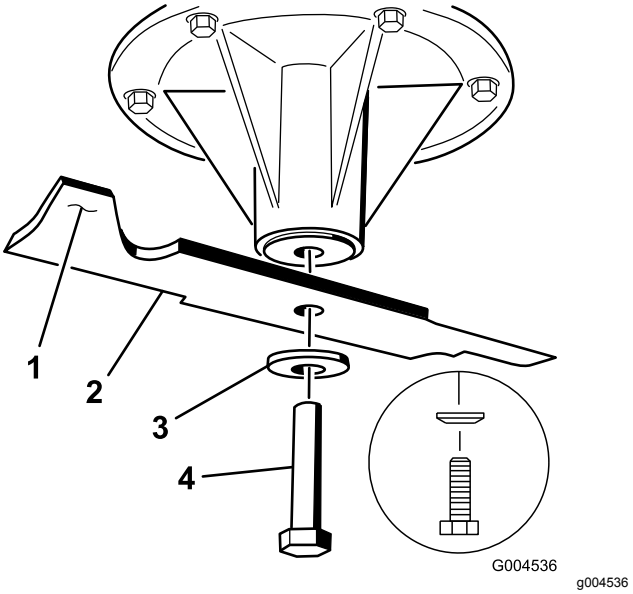

**Figur 105**
1. Montera kniven på spindelaxeln (Figur 105).
2. Montera fjäderbrickan och knivbulten (Figur 105).
**Obs:** Fjäderskivans kon måste monteras mot skruvens huvud (Figur 105).